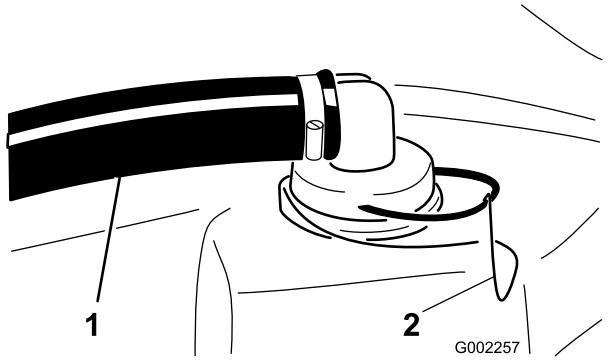

Figure 61
2. Remove the retainer from the red fitting attached to the large hose on the top of the tank (Figure 61).
3. Disconnect the hose from the tank (Figure 61).